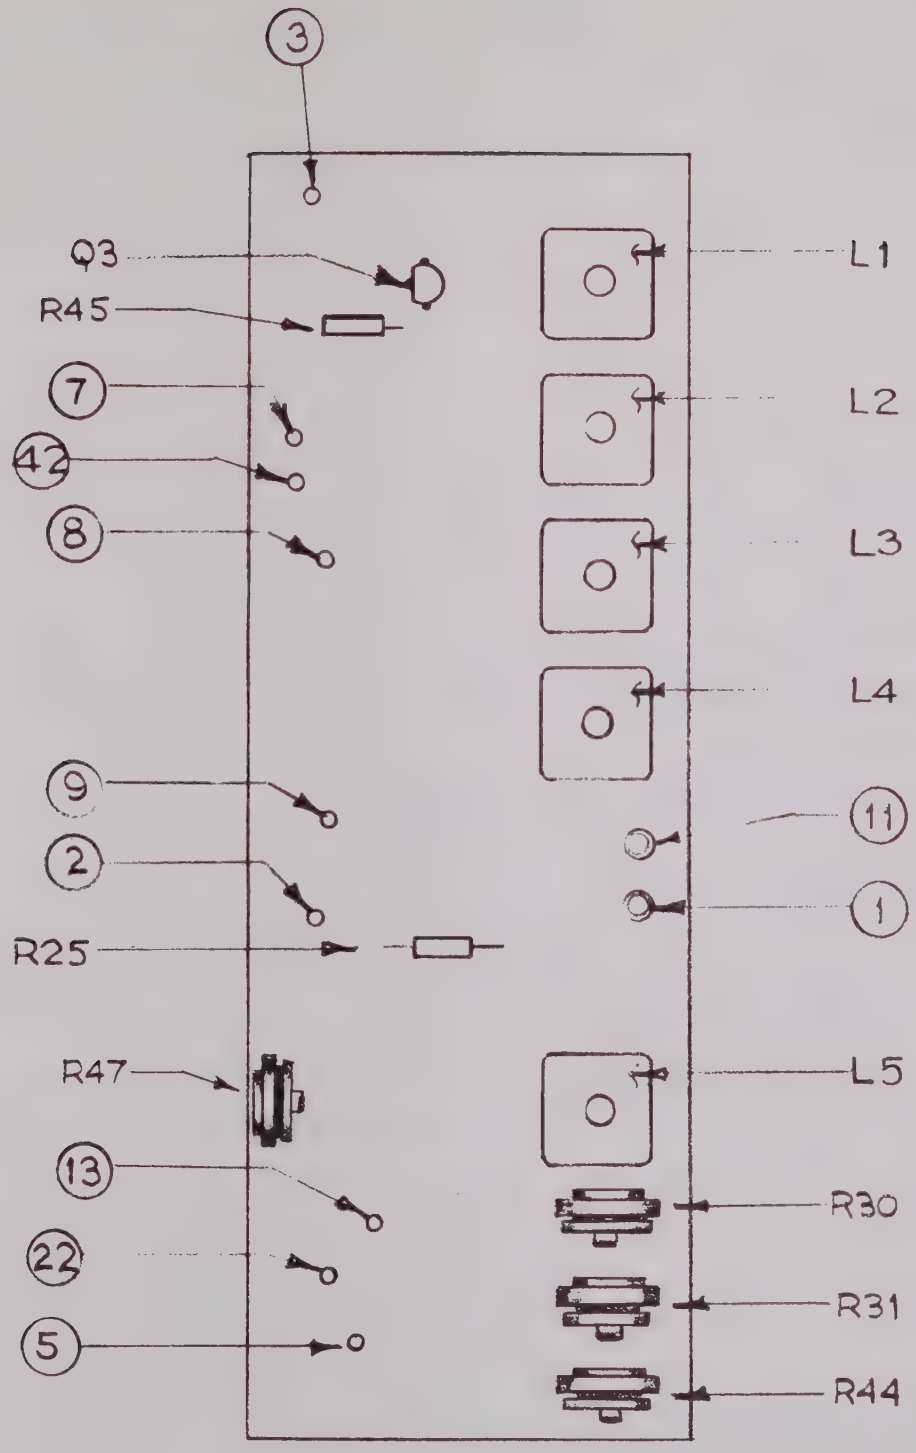

Figure 4-5. A2 Board, Location Diagram
4.5.4 BOARD A2 ADJUSTMENT (FIGURE 4-5).